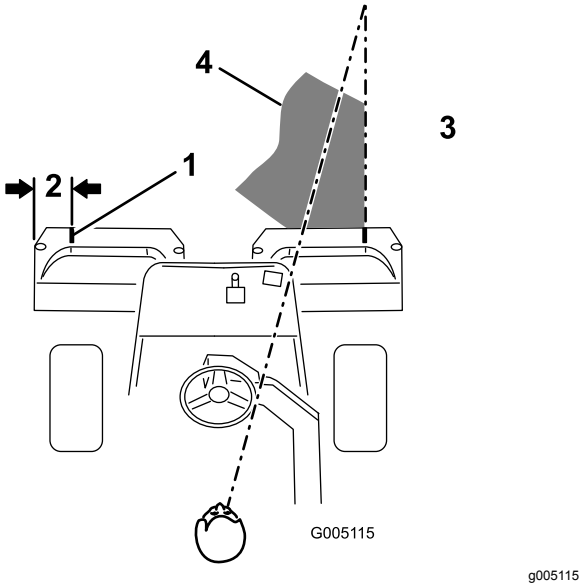

Figuur 11
2. Bevestig een strook witte tape of zet een streep op elke mand, die evenwijdig loopt aan de buitenrand van elke mand Figuur 11)